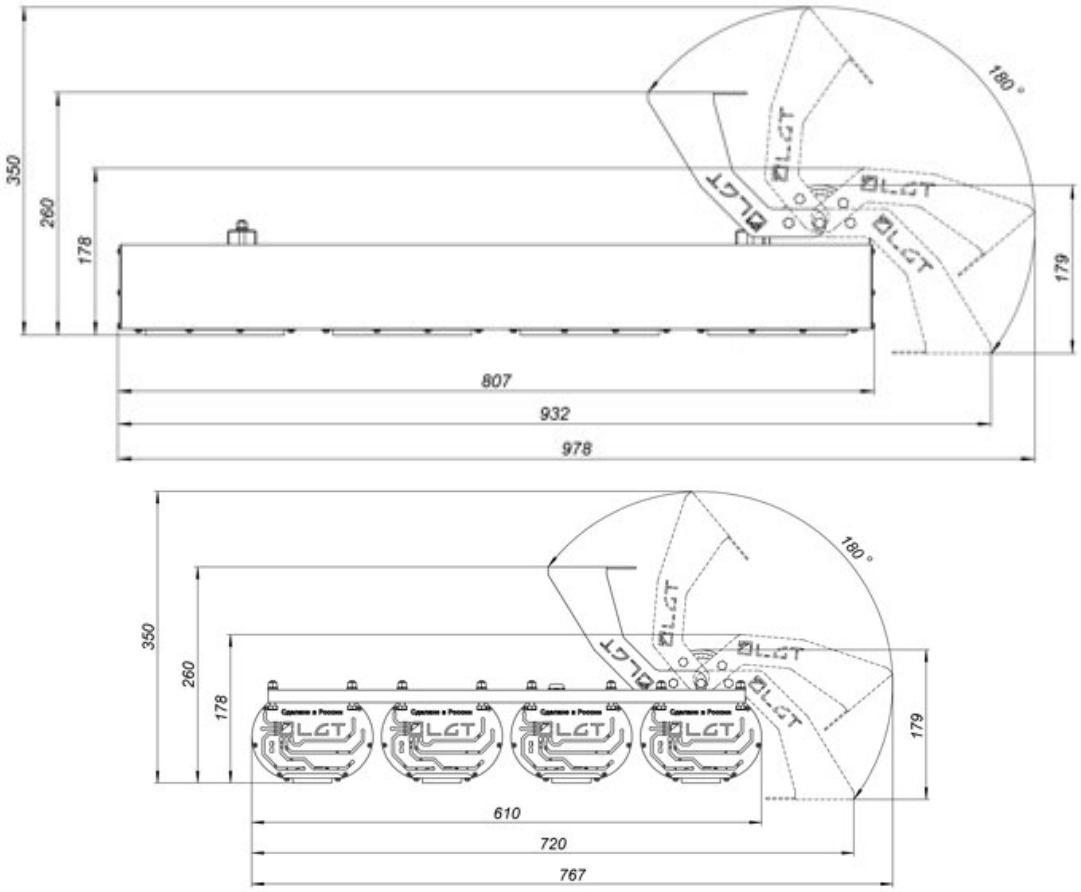

Рис. 8
6.7.7 Установить светильник под необходимым углом к освещаемому объекту и зафиксировать положение светильника с помощью винта М6. Шаг угла наклона 10 град. Максимальный угол поворота крепления потолочного на светильнике 180° (Рис. 8).